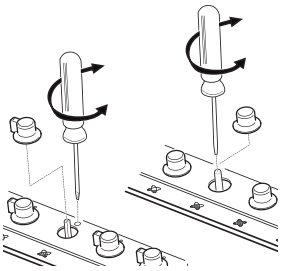

Рис. 8: *настройка минимума*
2. Изъять рукоятку газового вентиля и с помощью настроечного болта [Рис. 8] который находится внутри или сбоку штока крана (в зависимости от моделей) достигнуть минимального регулярного пламени.